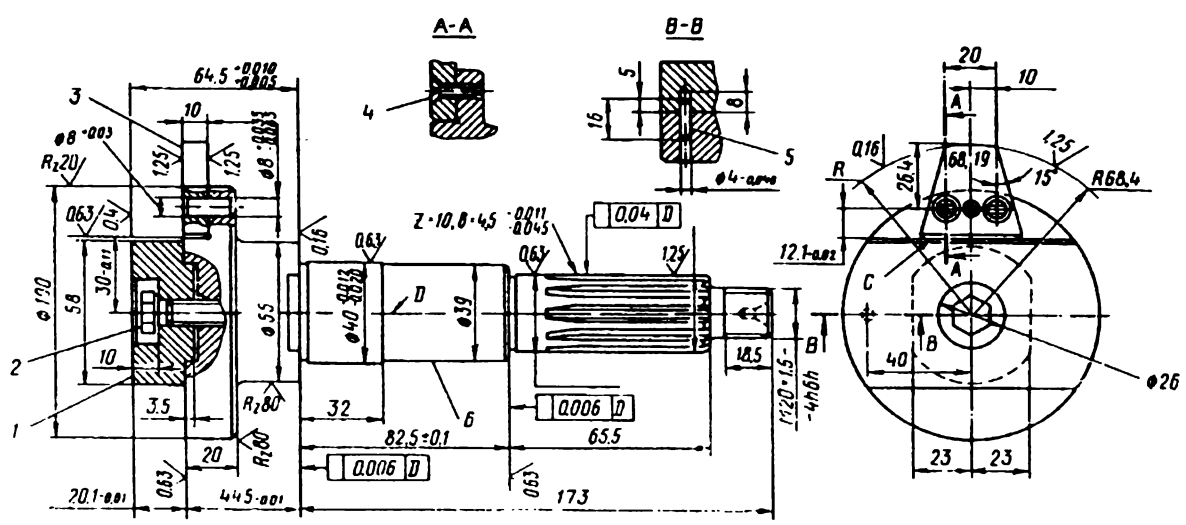
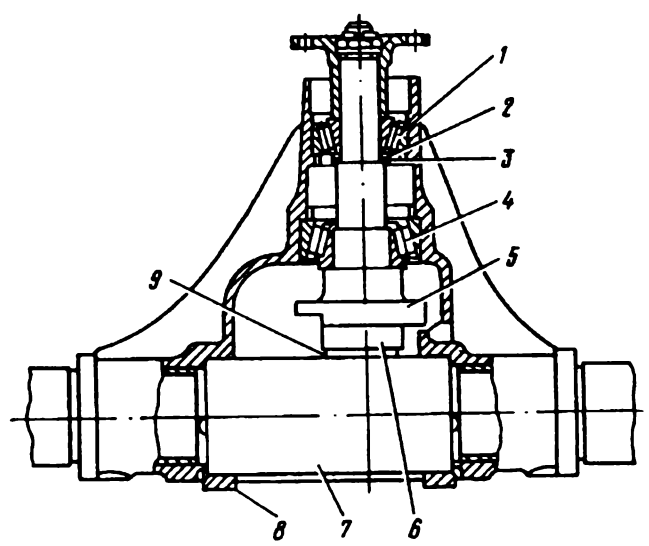

Рис. 131. Калибр в сборе:
Рис. 132. Подбор регулировочного кольца:
2. Наденьте на калибр (рис. 131) внутреннее кольцо (рис. 132) заднего подшипника *4* и подберите пакет, состоящий из регулировочной шайбы *3* и регулировочных прокладок *2* такой толщины, чтобы после постановки переднего подшипника *1* и затяжки регулировочной гайки (момент затяжки 16—18 кгс·м) момент проворачивания калибра *5* был в пределах 8—12 кгс·м для новых подшипников и 5—10 кгс·м для подшипников, бывших в эксплуатации.
2. Привверните к калибру *5* (см. рис. 132) накладку *6*.
У калибра (см. рис. 131) размер 64,5 мм и отверстие под штифт $\varnothing 4^{+0,045}$ мм сверлите в сборе. Поверхность пригоните по месту. Накладку центрируйте с размерами: вал $\varnothing 40_{-0,025}$ мм, отверстие $\varnothing 40^{+0,039}$ мм. Радиус пластины „R" шлифуйте в сборе и маркируйте его величину (например „68,19"). Величины радиуса с допуском —0,003 мм изготовьте с размерами 68,09; 68,11; 68,13; 68,15; 68,17; 68,19; 68,21; 68,23; 68,25; 68,27 и 68,29 мм.